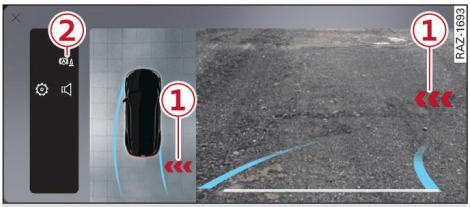

Fig. 123 Centre display: Rear cross-traffic assist display
– To temporarily deactivate all interventions/warnings, press ② ⇨ *page 222, Fig. 123* on the centre display and confirm the deactivation.